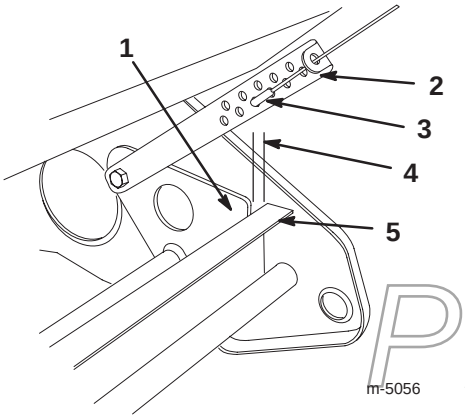

Figur 12
4. Pass på at åpningen mellom hengselsplaten og hjulstellet er 0 til 3 mm, som vist i figur 12.